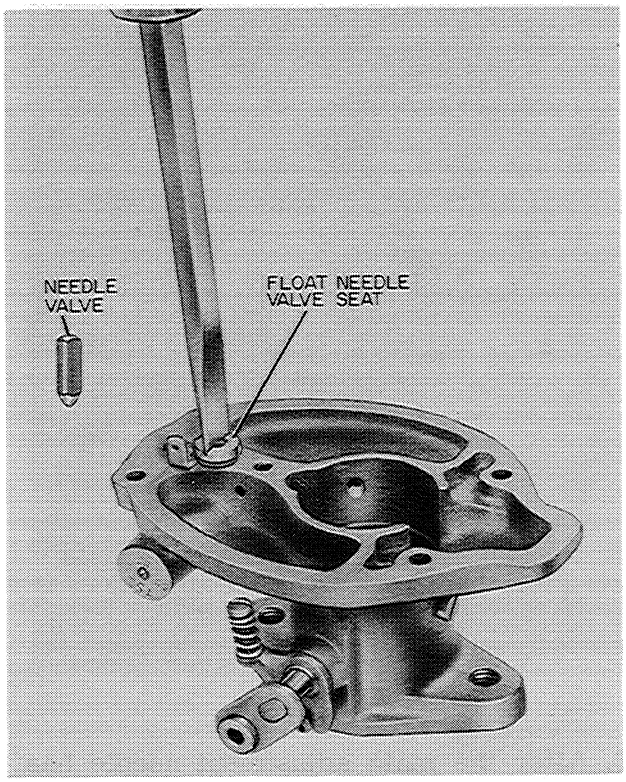

Figure N-42
9. Install the float needle valve seat using a new gasket, Figure N-42.